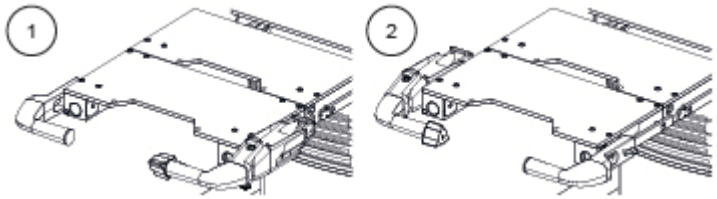

Figure 6-4. Orientations du transfert motorisé
1. La poignée de transfert motorisée est insérée sur le côté droit (1) ou gauche (2) de la table chirurgicale sur les rails d'accessoires ou les rails d'extension. Voir la *Figure 6-4*.